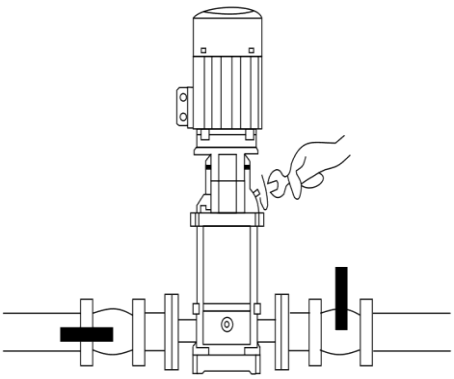

Рисунок 3
3. Перед включением насоса открутите клапан выпуска воздуха, откройте вентиль на входном трубопроводе и подключите насос к сети электропитания (смотрите рисунок 3 ниже). Если вода сливается из насосной камеры и входного трубопровода произвольно, необходимо заменить или очистить от загрязнений обратный клапан, который потерял герметичность. Таким образом, Вы сможете удалить присутствующий воздух из системы.